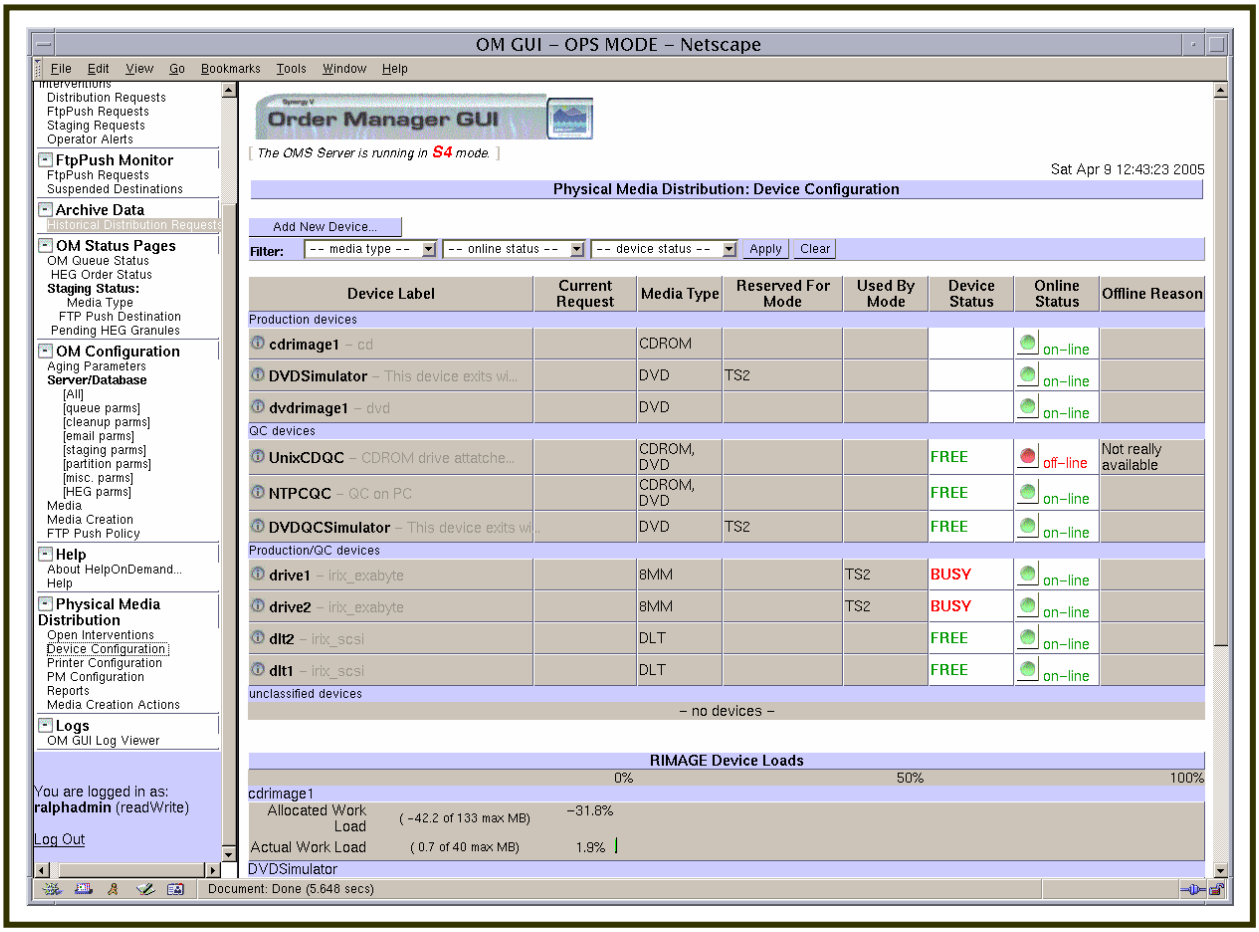

Figure 72. PMD Device Configuration Page
For Synergy V, the **OM GUI** displays the configuration of devices used in physical media creation. Additional devices can be "added." The **PMD Device Configuration** page (Figure 72) displays the following types of information on all the currently configured devices:
In addition, the **PMD Device Configuration** page (Figure 72) gives the operator a quick visual indicator of the load for each Rimage device (i.e., each drive for creating CD or DVD media). It calculates the device's current load and shows the percentage based on the maximum number of jobs that device has been configured to handle. This is based on the **Job Limit** parameter.
- The **PMD Device Configuration** page (Figure 72) is displayed.
- The **PMD Device Configuration** page (Figure 72) is being displayed.